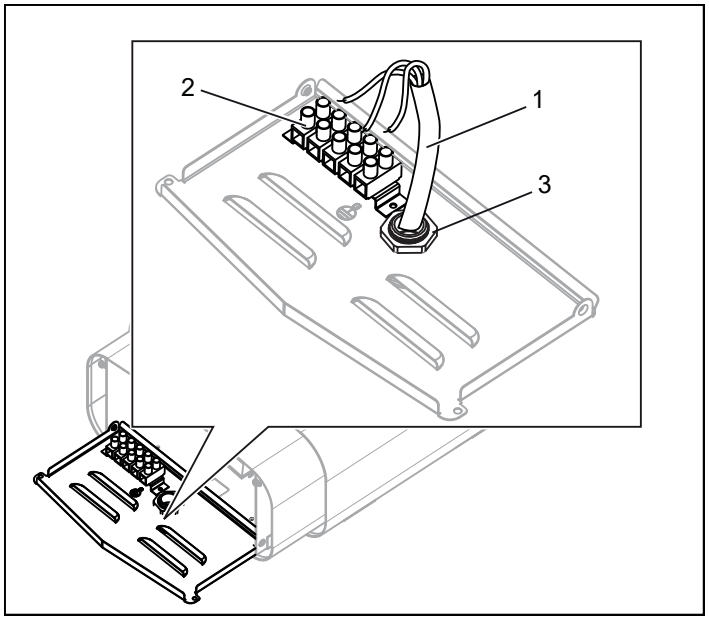
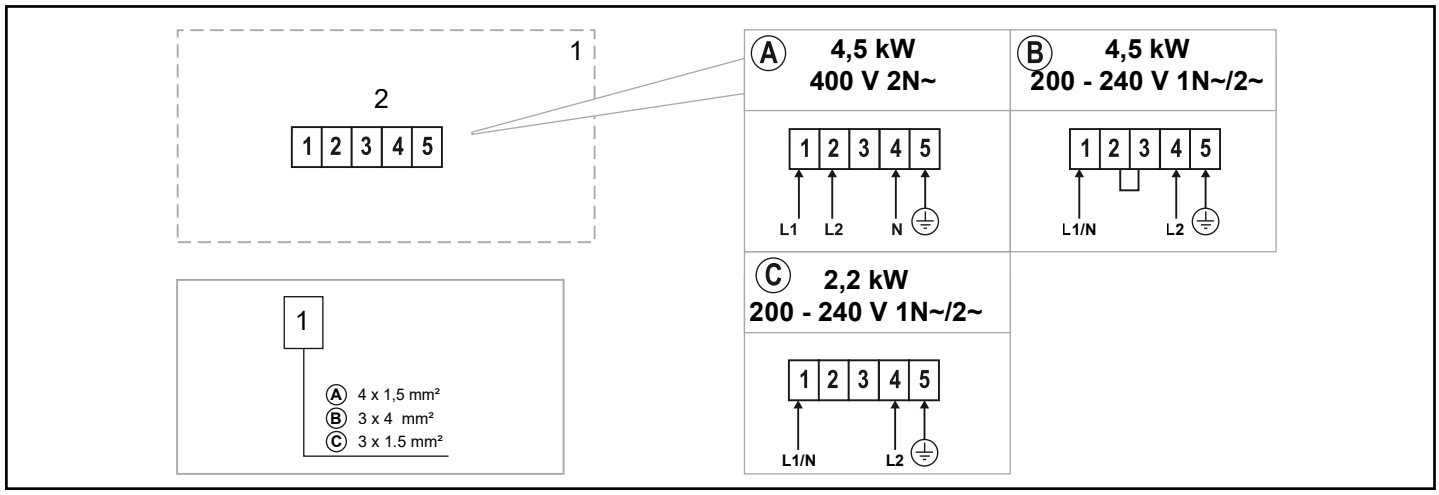

Abbildung 6: Anschluss
Abbildung 15: Schaltplan
3. Bringen Sie die Zugentlastungen (3) an und verbinden Sie das Elektrokabel (1) mit der Klemme (2) (siehe Abb. 6), wie im Schaltplan gezeigt (siehe Anschlussdiagramm/Schaltplan, Abb. 15).